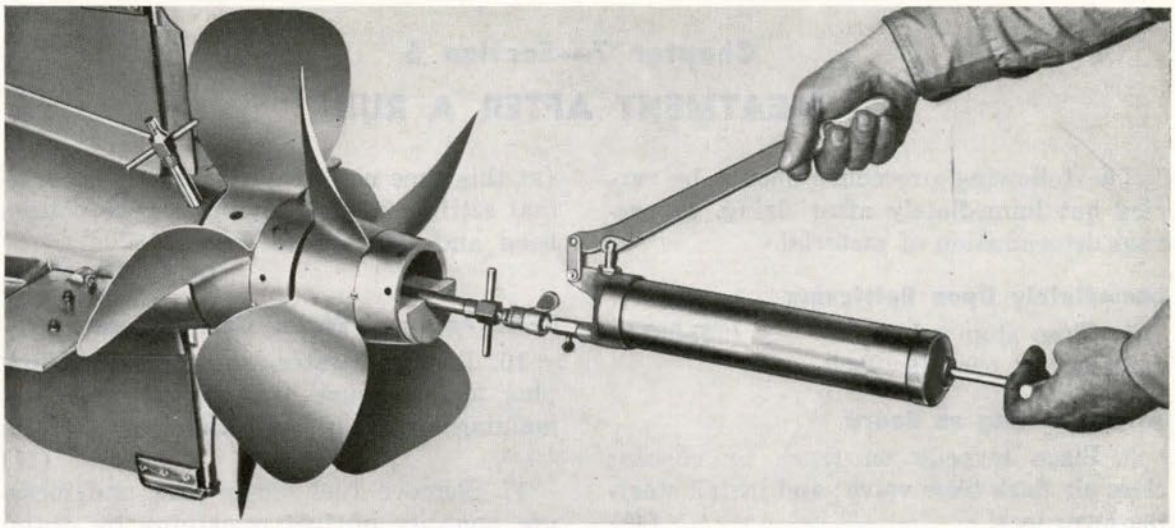

Figure 131
92. Remove grease plug and washer from propeller shaft and repack propeller shafts with grease (G) (Fig. 131). (184,481,481A)